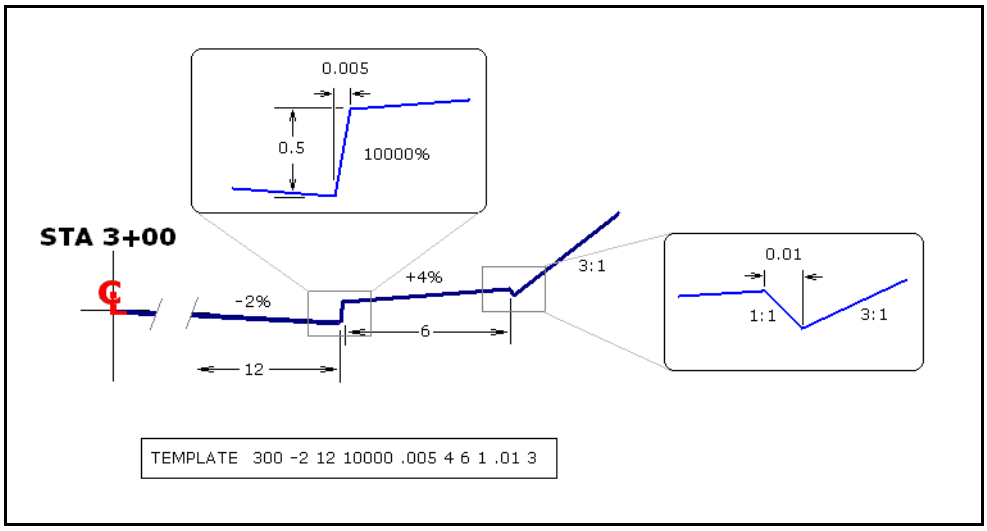

Figure 8-78 Cut Template with a Curb
This example demonstrates how to handle a vertical distance such as a curb. This situation is handled by entering a very steep slope for a very short distance. Figure 8-78 above shows a 0.5’ curb.
2. **Type `300` and press STA to start editing the template at station 3+00. This new template is a copy of the previous template. You will change it to match the template shown in Figure 8-78 above.**
The template in Figure 8-78 on page 178 also demonstrates how to enter the ditch information when there is no ditch slope (fill slope). The software requires that the ditch slope (fill slope), ditch distance, and back slope (cut slope) always have a nonzero value. If you make the ditch distance value close to zero, both the cut and fill slopes will start from the shoulder. Since you can assume that all shots will be taken above the shoulder, only the cut slope will be used. This step is continued from the previous section.